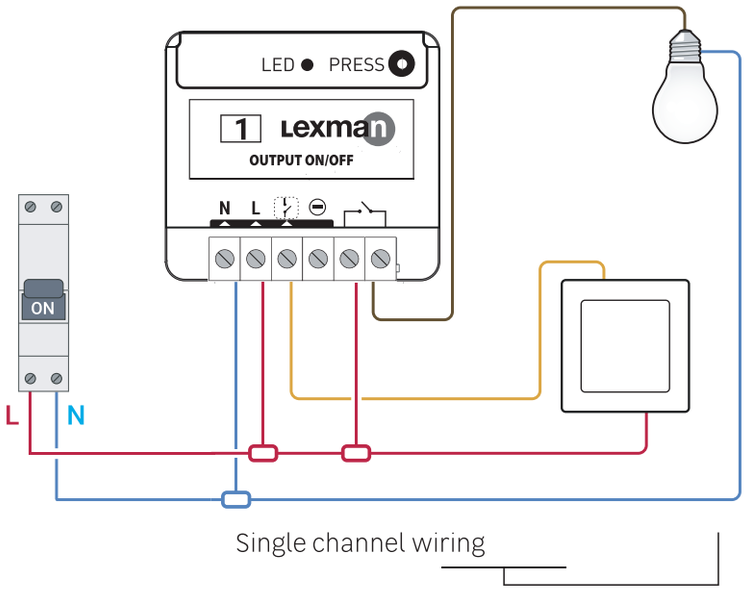

Figure 1
3. **Wire the ON/OFF receiver according to the diagram (figure 1).**